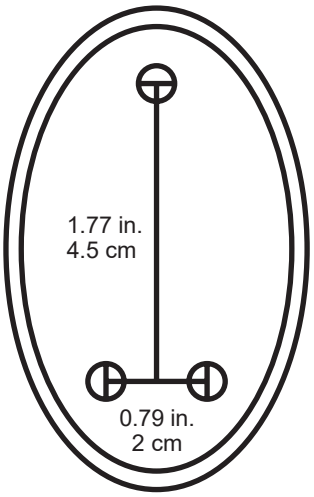

Figure 4
6. If you will use the infrared sensors, prepare locations for them on opposite sides of your gate. They should be directly across from one another at least 6′7″ (2 m) apart and no further apart than 65 feet (20 m). It is recommended that they be placed out of direct sunlight if possible. Pilot holes for their support bolts (not incl.) should be placed as shown in Figure 4.